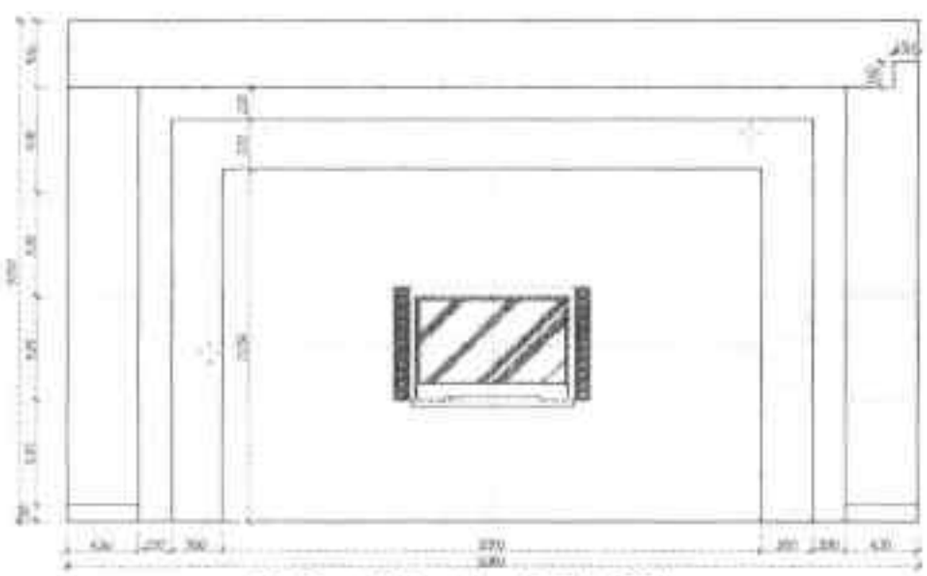

图19-116 完成尺寸标注
Step 15 按照以上操作方法，完成所有的尺寸标注。如图 19-116 所示。